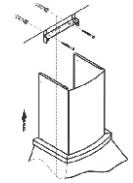

рис. 6
- сделайте отметку по верхнему краю фальштрубы и проведите горизонтальную линию рис. 6 (фальштрубу опустите внутрь вытяжки);
- приложите кронштейн к стене, как показано на (рис. 6). Осевая линия кронштейна должна совпадать с осевой линией вытяжки, а верхний край с ранее проведенной горизонтальной линией;